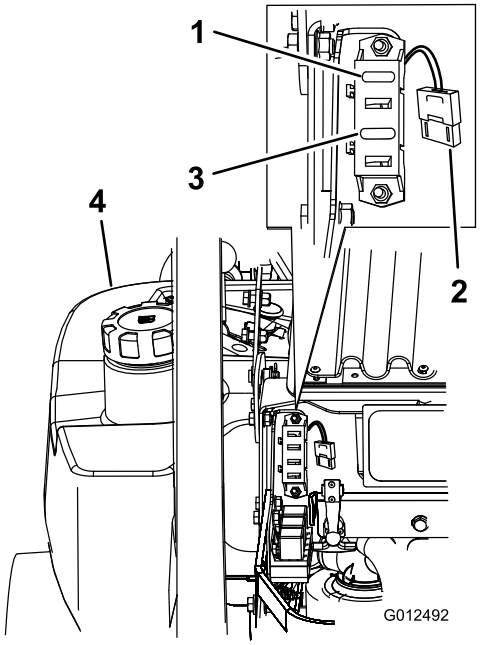

Figur 48
1. Hev motorpanseret for å få tilgang til sikringsholderen (Figur 48).
3. Sett inn en ny sikring (Figur 48).